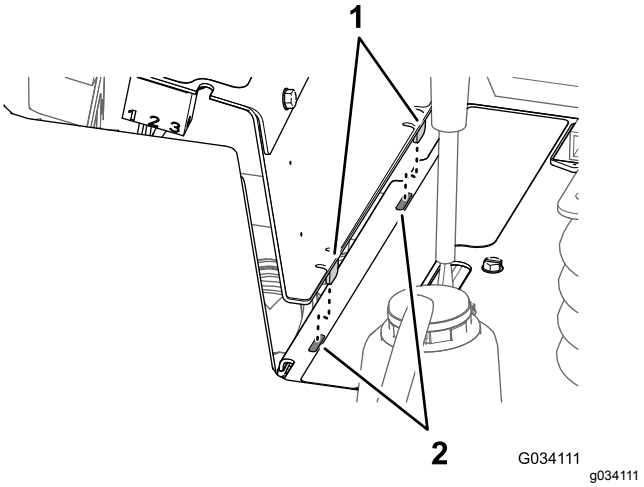

**Figur 55**
2. Tilret de to tapper nederst på sidepanelet med de to riller i stellet til konsollen (Figur 55).